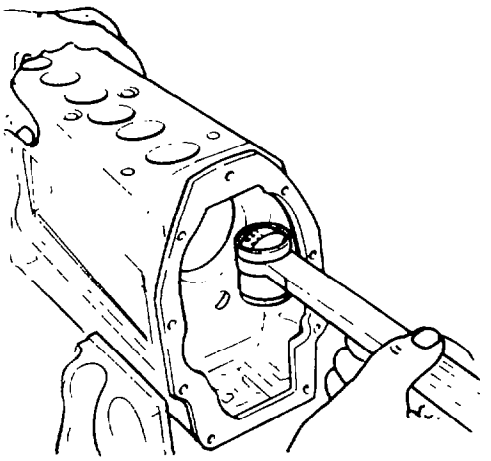

Fig. 105 — Installing Tappet
ac. Insert the tappet assemblies (items 18 to 23) with service tool TSE 7697 into their respective tappet bores as shown in fig. 105.